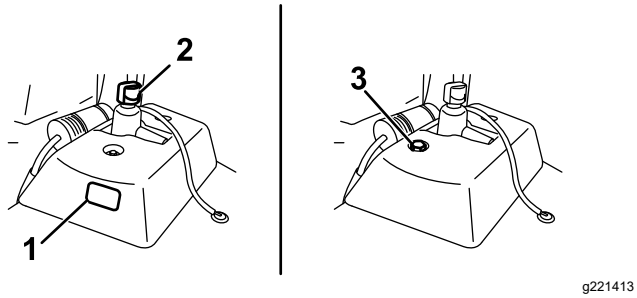

Figure 56
- If the auxiliary hydraulic tank has a sight window, check the oil level there (Figure 56), and proceed to step 5.
- If the auxiliary hydraulic tank does not have a sight window, locate the dipstick on the top of the machine (Figure 56) and proceed to step 3.